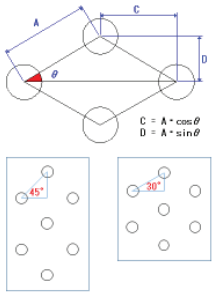

図2　千鳥配置の杭間隔
- 千鳥配置の場合は、上下と左右の間隔を45°タイプと30°タイプから選択が可能です（図2）。